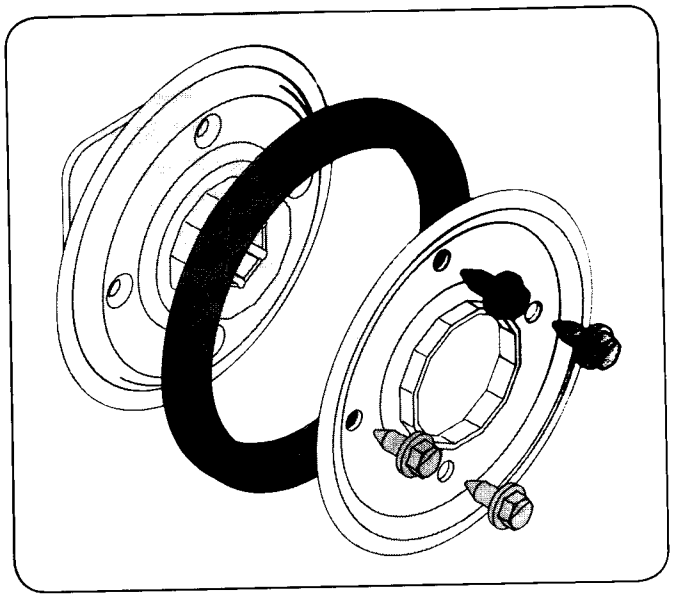

Figure 8-11
1. Remove the four screws which secure the friction wheel's side plates together. See Fig. 8-11.